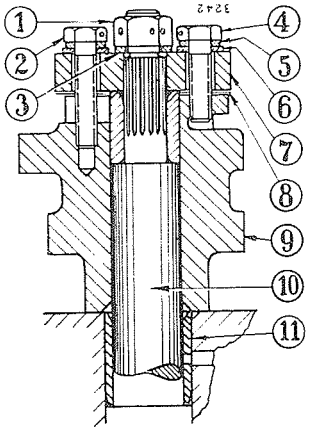
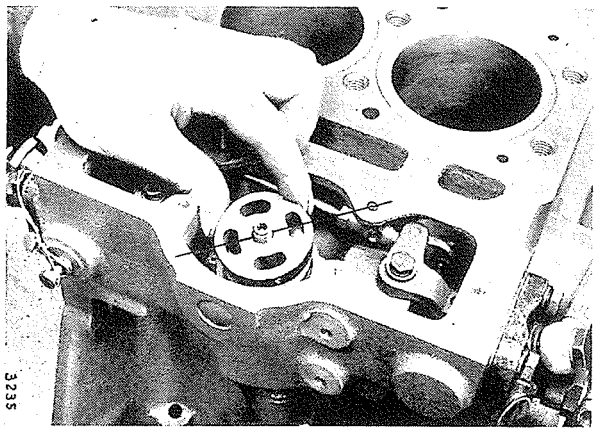

Bild 148
Bild 151
Bei der jetzt verwendeten Befestigung der Einspritznockenwelle werden Ausgleichscheiben (8), Bild 148, zwischen Einspritznockenwelle und Befestigungsplatte eingefügt.
Die Befestigungsplatte (7), Bild 148, auf die Antriebswelle (10) so aufsetzen, daß die Mittellinie von zwei Löchern auf das Gewindeloch für die Deckelbefestigung zeigt, Bild 151.
Die vier Befestigungsschrauben mit untergelegten Sicherungsblechen (6), Bild 148, und Unterlegscheiben (5) lose eindrehen. Der obere Nocken der Nockenwelle (9) muß dabei nach außen zeigen, etwas schräg nach vorn und die Kurbelwelle muß die IB-1-Stellung haben.